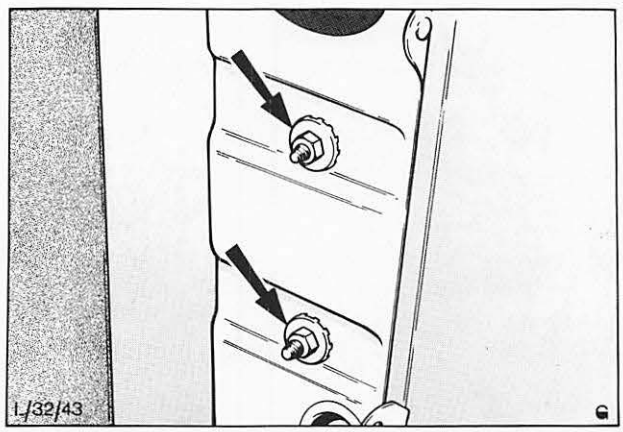

Abb. 20 Muttern – Rückleuchte (Turnier)
3. Muttern der Rückleuchte entfernen und Rückleuchte komplett abnehmen, Abb. 20.